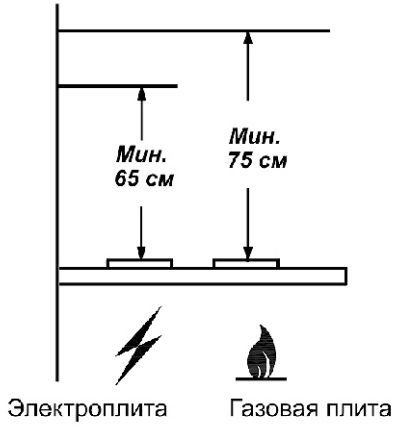

рис. 1
1.2 Вытяжку устанавливайте на высоте, как показано на рис. 1.